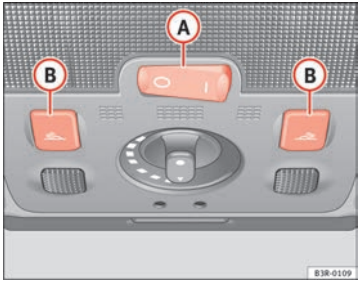

Fig. 94 Detail of headliner: front interior lights
The rocker switch (A) ⇒ fig. 94 for the front interior light has the following functions: